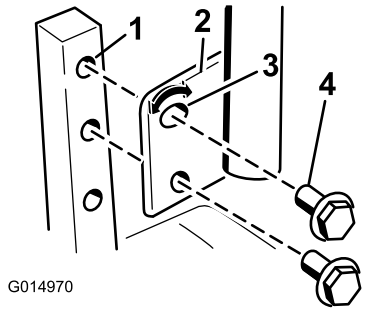

**Figur 24**
1. Fjern de to boltene som fester kontrollspaken til kontrollarmstaget (Figur 24).
2. Flytt kontrollspaken til neste hullpar. Fest spaken med de to boltene (Figur 24).
2. Løsne den nedre bolten akkurat nok til å dreie kontrollspaken frem- eller bakover (Figur 24). Stram til begge boltene for å sikre kontrollen i den nye posisjonen.